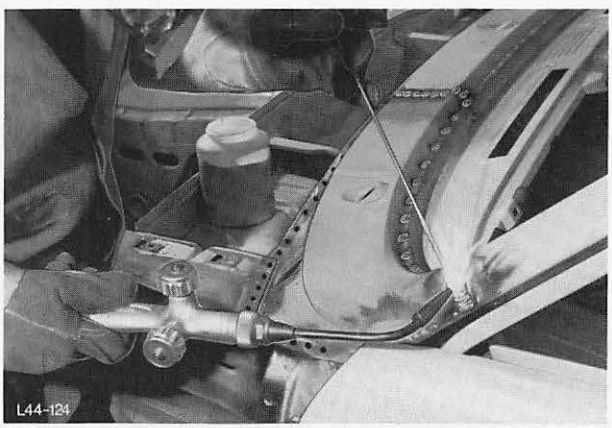

Abb. 124 Verbindungsnaht (A-Säule) löten
14. Verbindungsnaht (A-Säule) löten, Abb. 124.